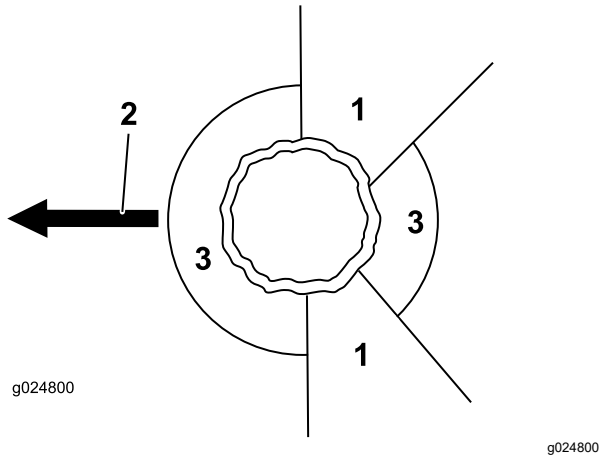

Figure 16
2. Prévoyez une voie de repli dégagée et sûre à partir de la zone dangereuse; voir Figure 16.